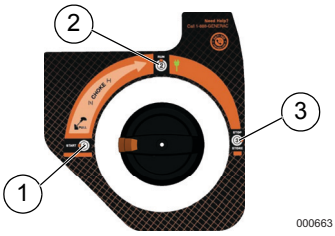

Figure 3-2. PowerDial Positions
2. See ***Figure 3-2***. Rotate the PowerDial to START (1).
5. See *Figure 3-2*. When engine starts, rotate PowerDial to RUN (2). Choke operation is reduced as PowerDial is rotated towards RUN. If engine falters, rotate PowerDial counterclockwise to START (1) to increase choke. When engine runs smoothly, rotate back to RUN.
3. See *Figure 3-2* Rotate PowerDial clockwise to STOP (3).
1. See *Figure 3-2*. Turn PowerDial counterclockwise, from STOP until just past RUN. This will open the fuel valve and permit starting.